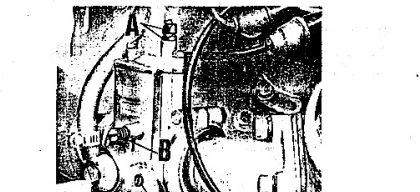

Fig. 17
2) contrôler la synchronisation des soupapes des gaz: cette opération doit s'effectuer après avoir démonté le récipient du filtre et le manchon de raccordement des carburateurs: tendu ca'on fait tourner la poignée de commande des gaz, en tenant les doigts en contact avec les soupapes des gaz, sur les carburateurs, on devrait déterminer si les soupapes s'ouvrent dans le même mesure et au même moment; les différences d'ouverture éventuelles doivent être corrigées en agissant sur le tendeur de fil (voir figure 17-A) d'un carburateur, jusqu'au moment où, en faisant tourner la poignée des gaz, on constate la parfaite synchronisation de l'ouverture des soupapes des gaz;
3) régler le minimum de l'essence en agissant sur la vis C de la fig. 17. En la dévissant, on augmente l'arrivée d'essence; en la vissant, on la diminue. Pour le réglage, viser complètement la vis et ensuite la dévisser d'un tour et demi à 2 tours pour le carburateur sur le cylindre de gauche et de 2 à 2½ tours pour le carburateur sur le cylindre de droite.
En faisant fonctionner le moteur à environ 1000 ÷ 1200 tours, ôter la bougie d'un cylindre et agir sur la vis C de la fig. 17 du carburateur du cylindre opposé en la dévissant ou en la vissant légèrement, jusqu'à ce qu'on atteigne le point de meilleur rendement, c'est-à-dire une légère augmentation du nombre de tours. Répéter la même opération sur le carburateur et sur la cylindre opposé: on obtient ainsi un bon RÉGLAGE DE LA CARBURATION DE RALENTI, en évitant la possibilité de «ratés».
4) Détacher le câble bougie du cylindre de droite, faire démarrer le moteur et s'assurer qu'il s'éteint après quatre ou cinq coups; s'il s'éteint soit avant, soit après, tourner la vis de réglage de ralenti de la soupape des gaz (voir fig. 17 - lettre B), jusqu'à ce que le moteur s'éteigne après le nombre de tours sus-mentionné. Répéter l'opération sur le cylindre de droite en détachant le câble bougie du cylindre de gauche et faire démarrer le moteur: si le cylindre de droite est normal, le moteur doit s'éteindre après quatre ou cinq coups, ainsi procéder au réglage en tournant la vis (voir fig. 17 - lettre B), ainsi qu'il a été dit plus haut. Jusqu'à ce que le moteur s'éteigne après le même nombre de coups; rattacher ensuite le câble à la bougie du cylindre de gauche;